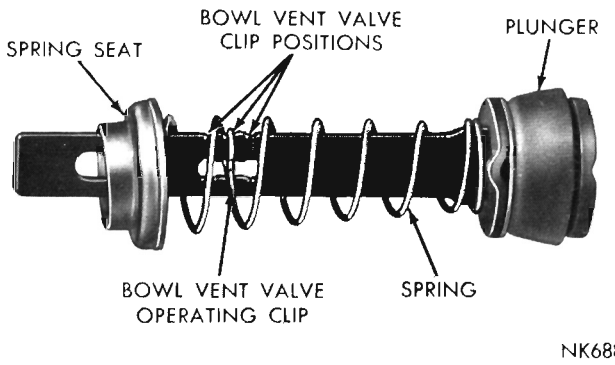

Fig. 12—Accelerator Pump Assembly
(1) Assemble pump plunger, spring and spring seat, (Fig. 12). Slide plunger shaft through opening in air horn. Install bowl vent valve over plunger shaft, then engage with pump rocker arm.